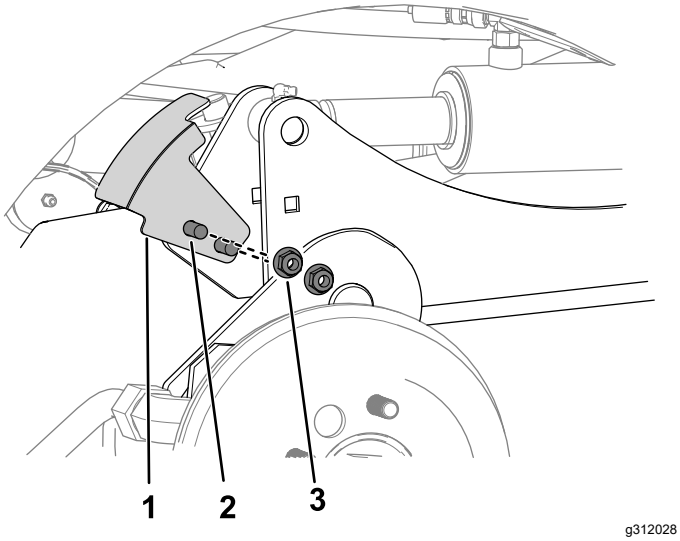

Bild 7
5. Befestigen Sie die Sensorhalterung mit zwei Schlossschrauben und zwei Muttern (¾") am rechten Hubarm (Bild 7).